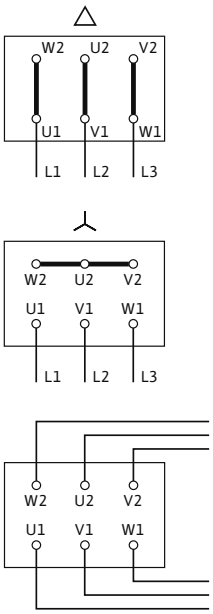

Fig. 17: Napięcie zasilania
Schemat przyłączeniowy przyłącza elektrycznego znajduje się na skrzynce zaciskowej (patrz również Fig. 17).
- Napięcie zasilania jest zależne od mocy silnika P_2, od napięcia sieciowego i od sposobu załączania. Sposób wymaganego połączenia mostków łączących w skrzynce zaciskowej został opisany w poniższym wykazie „Tab. 4: Przyporządkowanie zacisków” na stronie 74 i na Fig. 17.